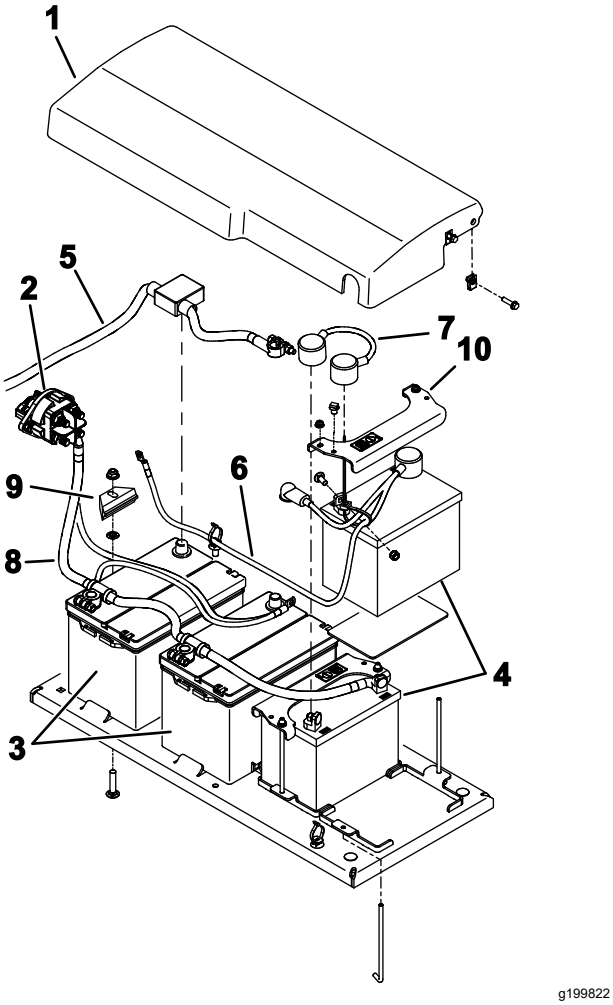

Figuur 113
6. Verwijder het bevestigingsmateriaal waarmee het accudeksel aan de machine is bevestigd en verwijder het deksel (Figuur 113).
9. Verwijder de accu's voorzichtig van de machine (Figuur 113).
1. Zet de accu's vast met de accuhouders (Figuur 113).